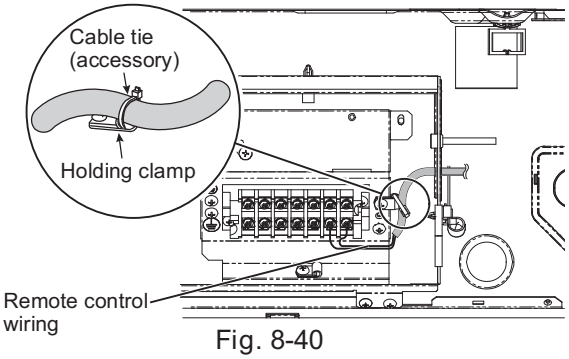

Fig. 8-40
(6) Connect the remote control wiring to the terminal board, route through the cable tie (accessory) to the holding clamp, and secure the remote control wiring. (Fig. 8-40)
(7) Mount the side cover, and close the air-intake grille.